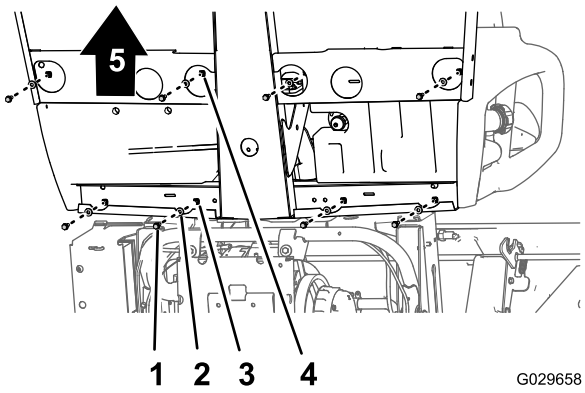
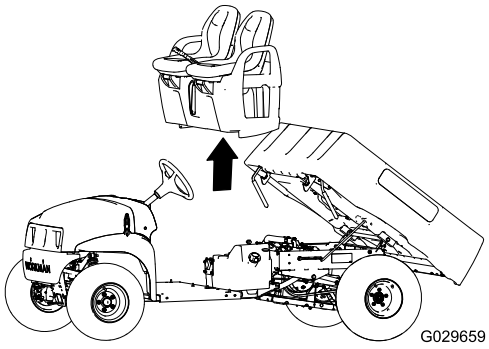

Figuur 51
Figuur 52
1. Verwijder aan de onderkant van de machine de 8 flenskopbouten en 8 ringen waarmee de stoelbasis is bevestigd aan de vloerplaat en het achterste kanaal van de cabine (Figuur 51).
2. Til voorzichtig de stoelen, de stoelbasis en de kabels van de parkeerrem van de machine (Figuur 51).
1. Til de stoelen en de stoelbasis op de machine en lijn de remkabels uit met het chassis (Figuur 51 en Figuur 52).
2. Lijn de openingen in de stoelbasis uit met de openingen in de vloerplaat en het achterste kanaal van de cabine (Figuur 51 en Figuur 52).